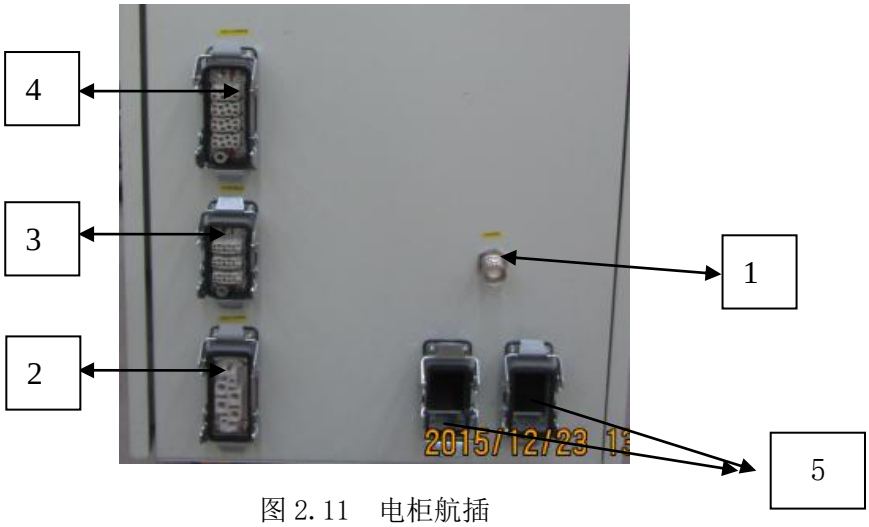

图 2.11　电柜航插
- 电柜与其他设备连接时需要通过航插来进行连接，图 2.11 标识出了电柜航插，航插对应功能见表 2.7 所示。